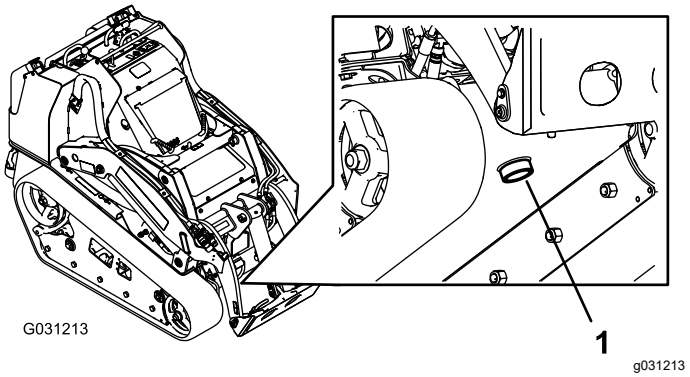

Rysunek 74
7. Umieść duży pojemnik o pojemności co najmniej 57 litrów pod korkiem spustowym z przodu maszyny (Rysunek 74).
8. Odkręć korek spustowy i poczekaj, aż olej ścieknie do pojemnika (Rysunek 74).